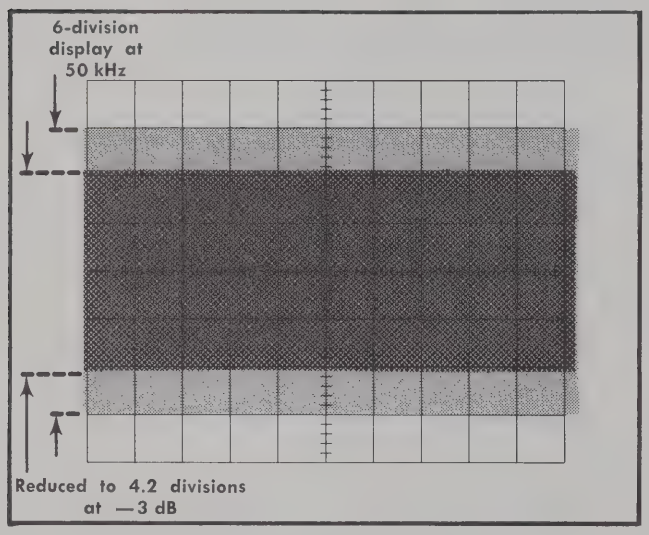

Fig. 5-8. Typical CRT display when checking vertical frequency response.
d. Without changing the output amplitude, increase the output frequency of the constant-amplitude generator until the display is reduced to 4.2 divisions (—3 dB point; see Fig. 5-8).
i. Without changing the output amplitude, increase the output frequency of the constant-amplitude generator until the display is reduced to 4.2 divisions (—3 dB point; see Fig. 5-8).